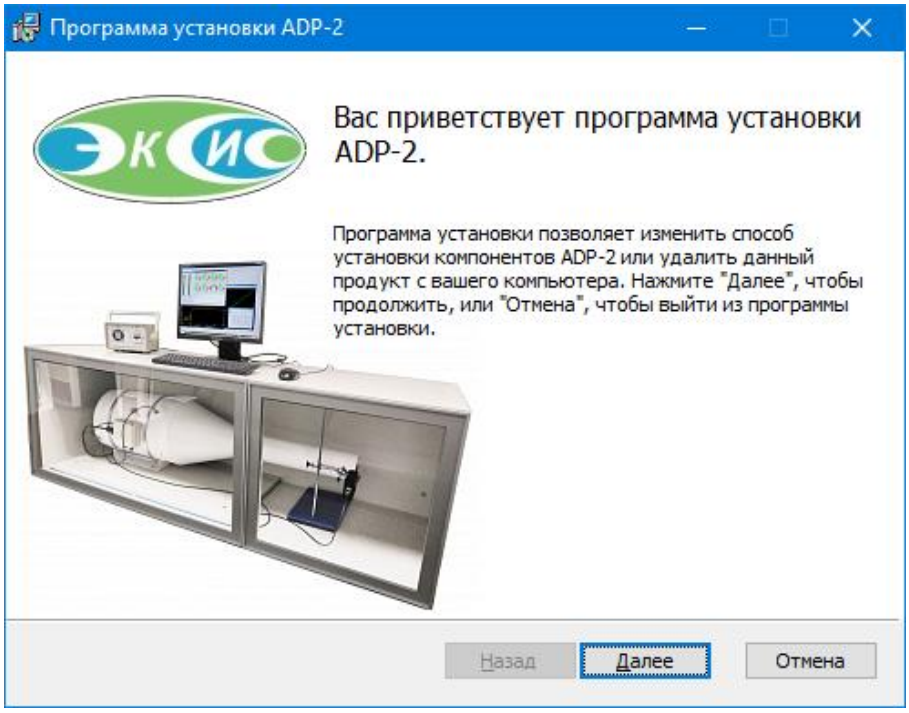

Рис. 2.8 – Начало процесса удаления программы
1. Приветствие мастера установки (рис. 2.8).